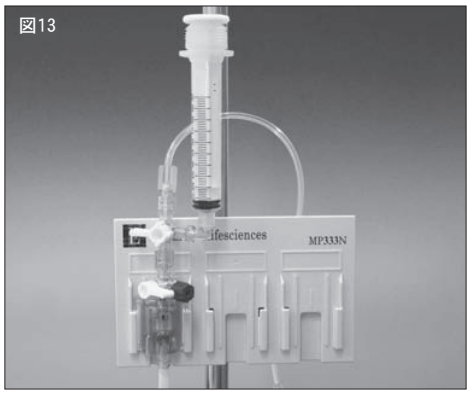

図13
(6)活栓サイドポートのすべての開放型ルアーキャップを閉鎖型ルアーキャップに付替えます（図13)。